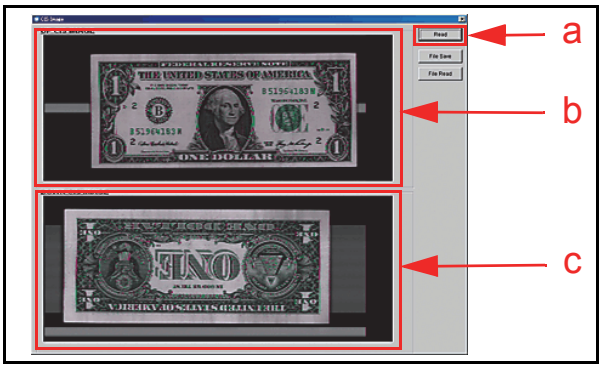

Figure 6-72 Last Acceptance CIS IMAGE Screen
3. Mouse-click on the "Read" Screen Button (See Figure 6-72 a) to see an image of the last scanned Banknote's upper and lower surface images on the Screen (See Figure 6-72 b & c).